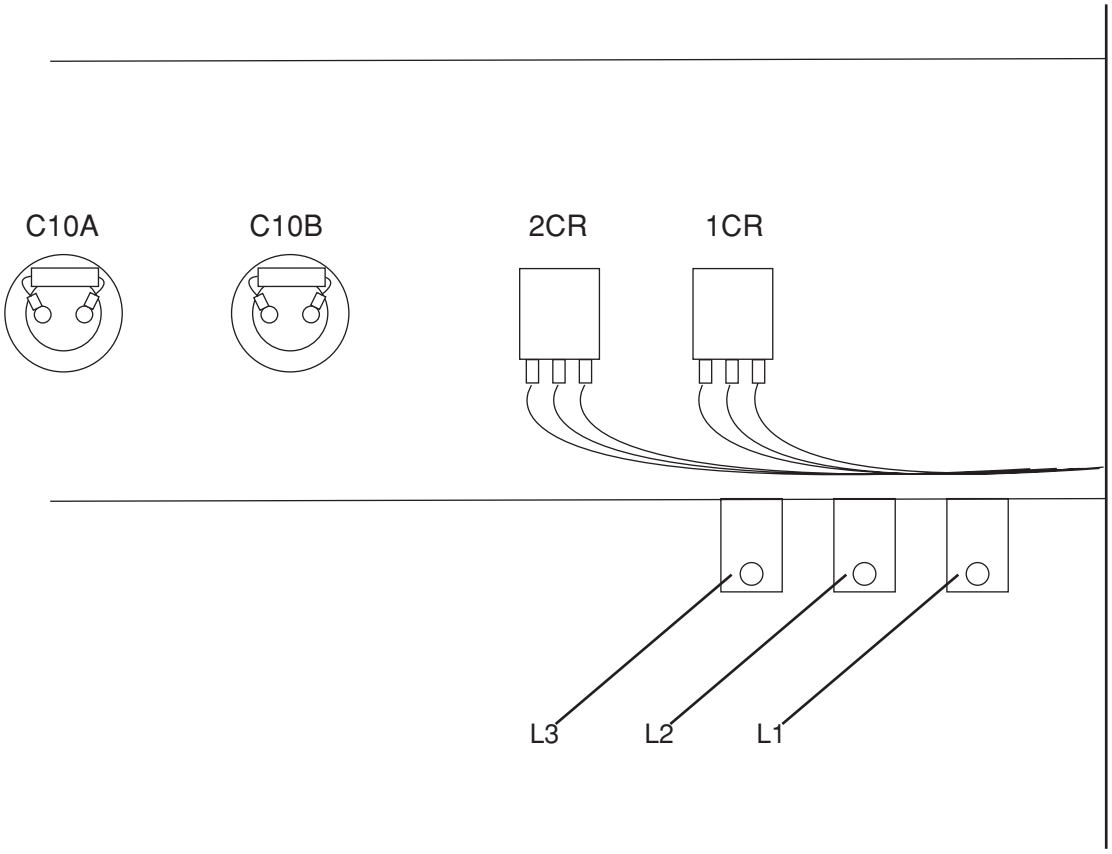

Abbildung a-4 Stromleitungs-Verbindungen
Netzversorgungskabel an Stromquelle H401 – Abbildung a-4
2. Netzleitungen an Klemmen L1, L2 und L3 anschließen, die sich an der Mittelwand der Stromquelle befinden. Siehe Abb. a-4.